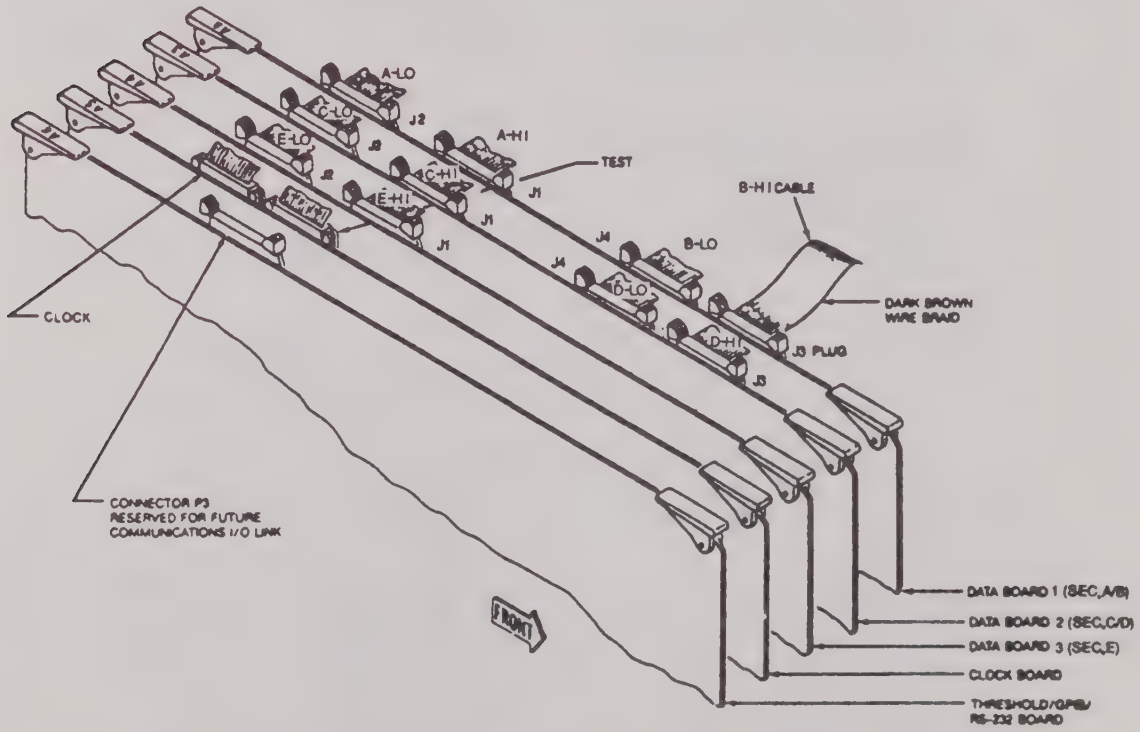

Figure 6-2. K450B Ribbon Cable Connections at Card Cage
7. Locate the unattached ribbon cables CLO, CHI, DLO and DHI (for Section C/D Data Board #2). See Figure 6-2. Install the CHI ribbon cable connector on J1. The dark-brown wire braid on the connector is located to the front of the machine.
8. Replace the harness connectors removed in Step 3. Ensure each harness is connected to its socket. See Figure 6-2.